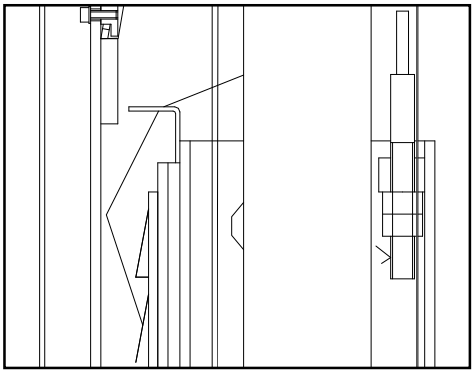

Fig. 14
• Mantenere equilibrata la tensione delle due funi durante la salita e la discesa (Fig. 14).